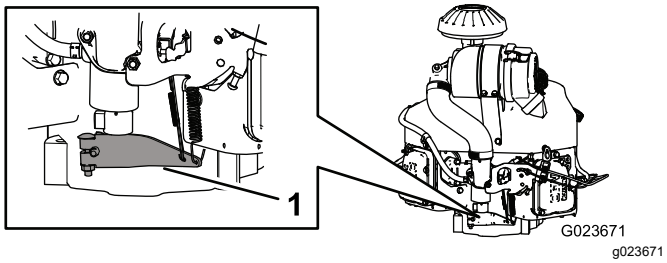

Figuur 65
3. Duw het veeruiteinde van de regelarm naar beneden (Figuur 65).